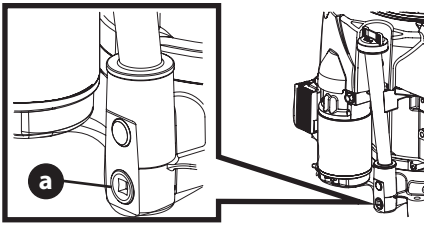

Figura 6
2. Saque el tapón de drenaje de aceite (a) y deje que el aceite se drene en un recipiente adecuado (Figura 6).